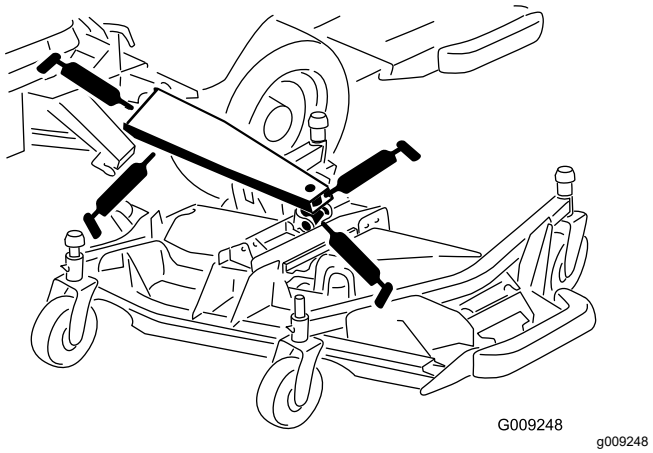

**Figuur 86**
- 3 lagerbussen van de hoofdhefarm (Figuur 86)
- 1 lagerbus van de hefcilinder (Figuur 86)